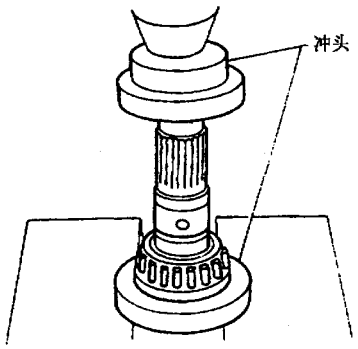

图 9－13－156
(9) 如图 9－13－158 所示，把新密封环装到输出轴和轴承座上。注意，密封环要涂凡士林。